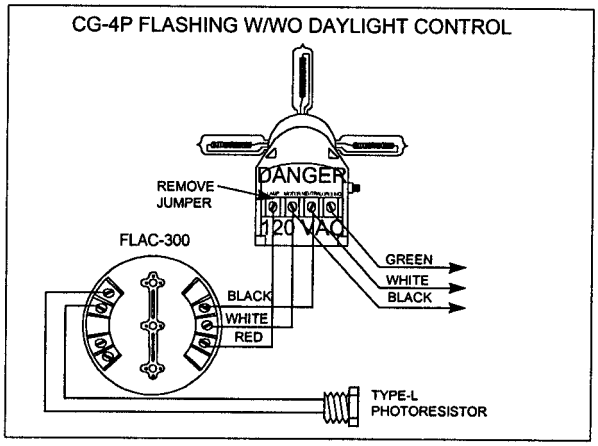

Figure 2-6
o. If flashed, install a FLAC-300 and type-L daylight control, as shown in Figure 2-6.